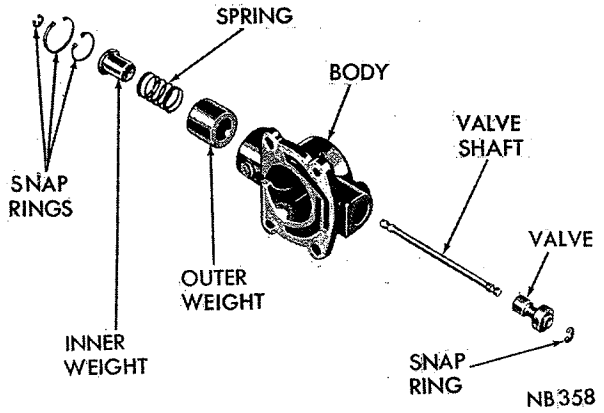

*Fig. 45—Governor Assembly—Disassembled*
(4) Remove snap ring from inside governor weight, remove inner weight and spring from the outer weight. Figure 45 shows a disassembled view of the governor asembly.
(5) Remove snap ring from behind governor body, then slide governor and support assembly off the output shaft. If necessary remove the four bolts and separate governor body from the support.